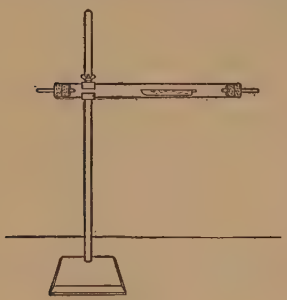

Fig. 12
22. Reduction by Means of Hydrogen [Two students working together]. Fit a hard glass tube, 25–30 cm. long and open at both ends, with perforated corks and short glass tubes (Fig. 12). Support it on the ring-stand by means of a clamp grasping it close to one end. Dry 1–2 g. of ferric oxide by heating in a porcelain crucible. Put the oxide into the porcelain boat and place the latter in the hard glass tube near the end remote from the clamp (why?), but not so near that the subsequent heating will char the cork. Insert the corks with their tubes. Connect the tube nearest to the boat with a Kipp's apparatus and drying bottle (Fig. 18) delivering dry hydrogen, or with the laboratory supply of the gas, or with the apparatus furnishing dry hydrogen used in **20.**